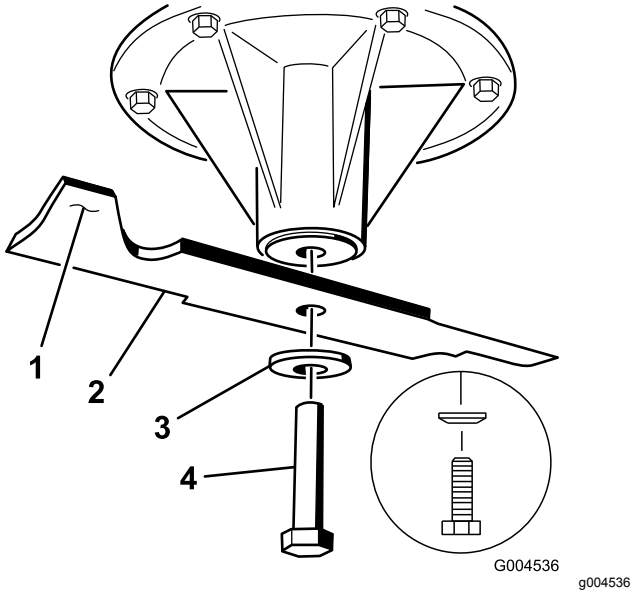

Figur 103
2. Avlägsna knivskruven, den böjda brickan och kniven från spindelaxeln (Figur 103).